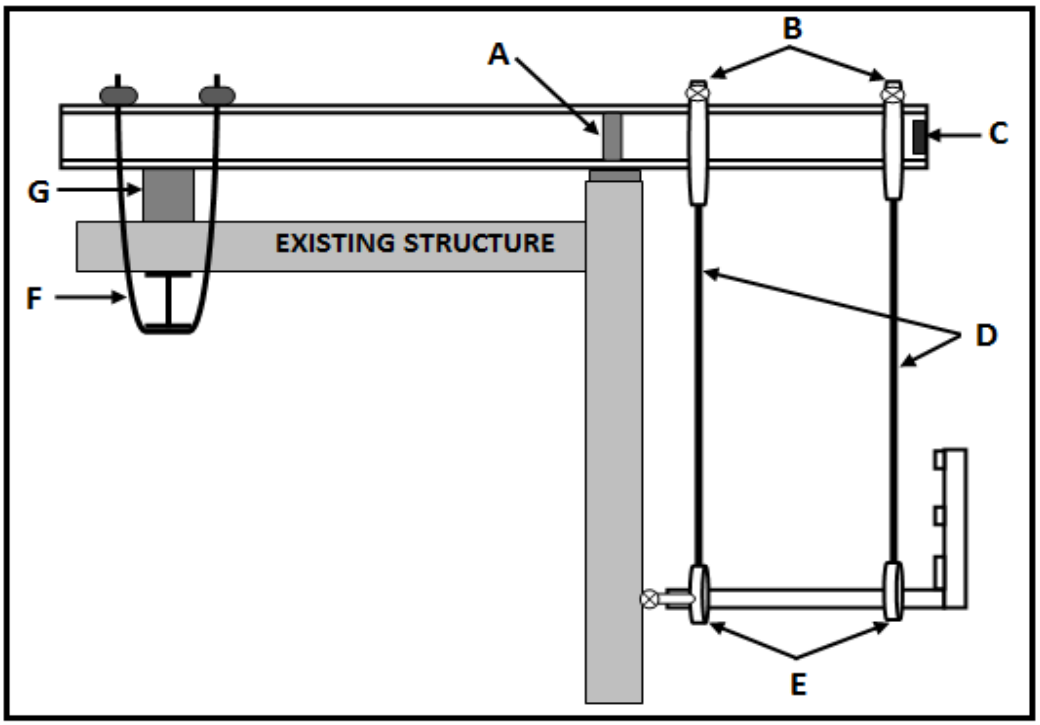

FIGURE 3 (7)
3.1 FIGURE 3 shows a suspended scaffold that has been erected from an overhead cantilever support during a rigging process. Name each component indicated on the sketch and write the answer next to the letter (A–G) in the ANSWER BOOK.